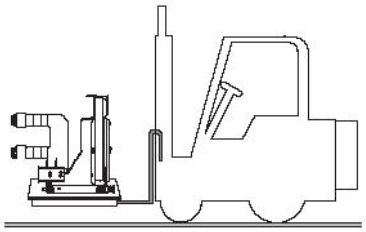

Рис. 21 Способ транспортирования выключателя внутри помещения
– выключатель в заводской упаковке может транспортироваться любым видом транспорта. Погрузка, разгрузка и перемещение внутри помещения должны производиться при помощи погрузчика (рис. 21);